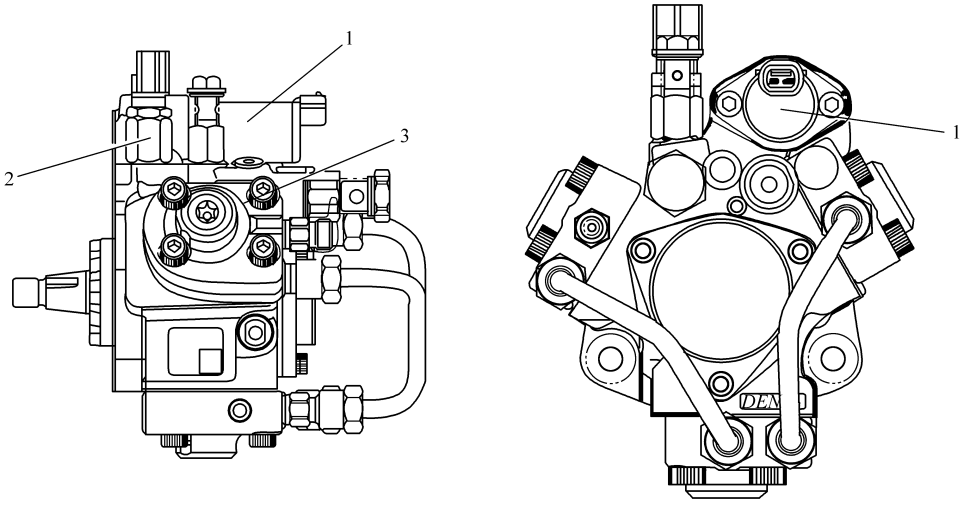

图 6-24　供油泵
② 供油泵见图 6-24。供油泵由发动机驱动，它的作用是将压力油输送到共轨组件。供油泵上安装有进油控制阀、燃油温度传感器和手油泵。供油泵内部是一个次摆线式齿轮泵，由电动输油泵输入的燃油通过进油控制阀送至供油泵内的两个柱塞室，然后被加压送入油轨。